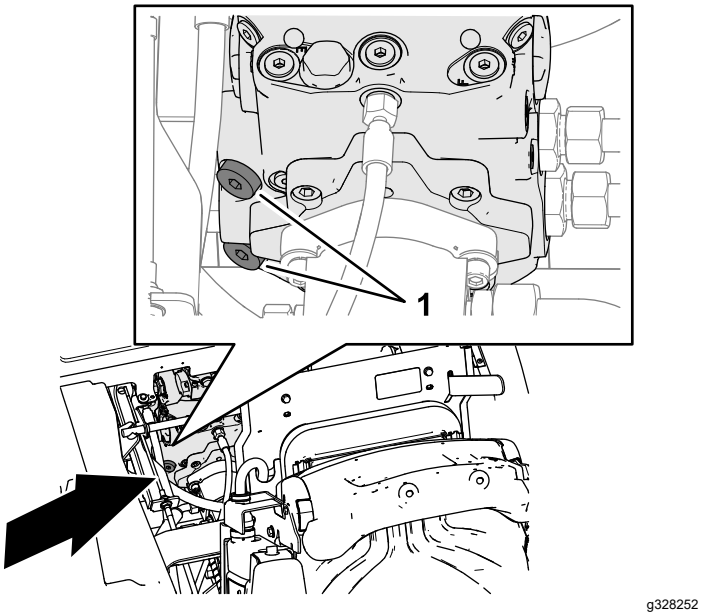

Figuur 38
3. Gebruik een inbussleutel van 8 mm om de 2 inbuspluggen voor de ontlastkleppen van de transmissiepomp 3 slagen rechtsom te draaien (Figuur 38).